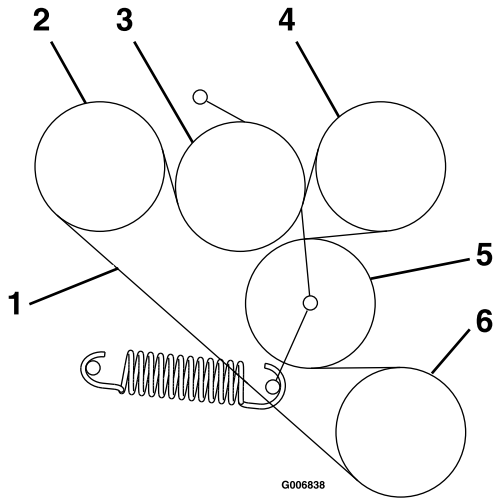

Figur 59
6. Før den nye remmen inn på skivene som vist på merket på baksiden av venstre drivskydd (Figur 59).